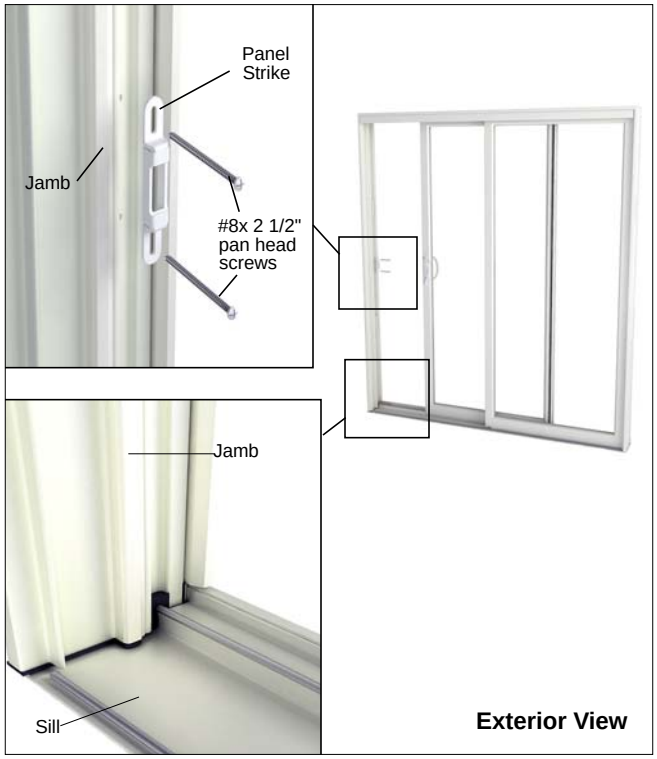

Figure 15
2. Install the panel strike on all doors with two #8 x 2 1/2" pan head screws provided. (For OXO door strikes use the supplied #10 x 1" pan head screws.) Position strike to center screws in adjustment slots and tighten. Adjust the strike vertically for proper latch engagement if needed. See figure 15.